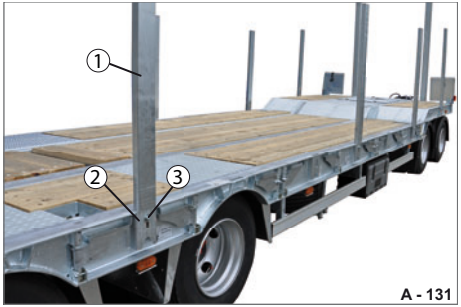

Abb. 101 Rungen seitlich
- ▶ Stecken Sie die Runge (Abb. 101/1) ganz in die Rungentasche (Abb. 101/2) ein.
- ▶ Sichern Sie die Runge mit Schraube / Scheiben (Abb. 101/3).